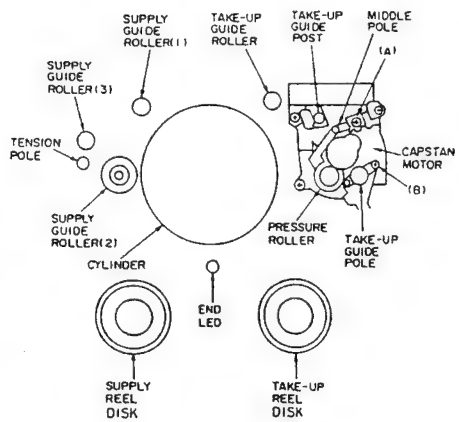

Fig. 3-9
2) Check that no curling or creasing of tape occurs around supply guide roller (2). If curling or creasing occurs, turn the top of supply guide roller (2) using a flat-bladed screwdriver, etc. to fine adjust its height. (Fig. 3-9)
3-5. TAKE-UP GUIDE POLE HEIGHT ADJUSTMENT (Figs. 3-9, 3-10)
2) Adjust screw (A) on the capstan motor so the tape travels at the centre of the middle pole. Check that no curling or creasing occurs around the take-up guide post.
If curling or creasing occurs, fine adjust screw (A) (Figs. 3-9, 3-10)
4) Repeat reverse search and play and turn screw (B) on the take-up guide pole arm to adjust the inclination of the take-up guide pole so the variations in the height of tape are within the upper and lower flanges of the take-up guide pole.
5) Adjust screw (A) on the capstan motor so the tape travels at the centre of the middle pole during play.
2) Check that no curling or creasing of tape occurs around supply guide roller (1) and the take-up guide roller.
If curling or creasing occurs, turn the tops of supply guide roller (1) and the take-up guide roller using a special driver to fine adjust their heights. (Fig. 3-9)